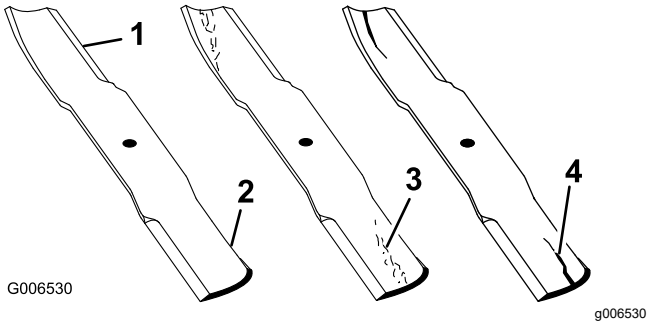

Figura 49
1. Inspeccione los filos de corte (Figura 49).
4. Si observa fisuras, desgaste o la formación de una ranura en esta zona, instale de inmediato una cuchilla nueva (Figura 49).